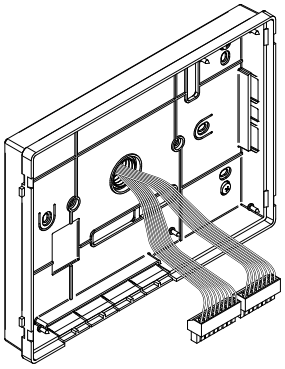
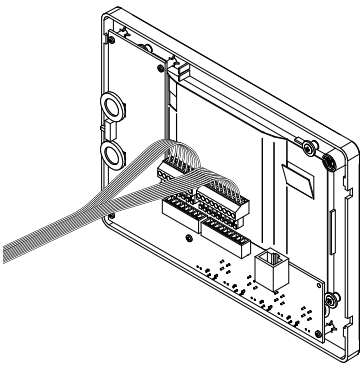

Fig. 5
Fig. 6
5. Come mostrato in **Fig. 5**, eseguire il collegamento dei conduttori alle morsettiere mobili secondo lo schema fornito a corredo. Connettere le morsettiere all'elettronica ancorata al coperchio del videocitofono come mostrato in **Fig. 6**. e procedere al test dell'impianto prima di chiudere il videocitofono: i trimmer di regolazione del contrasto e saturazione immagine sono accessibili solo a videocitofono aperto. Per attivare il display e vedere i cambiamenti usare la funzione "Auto-accensione" premendo il pulsante **).**